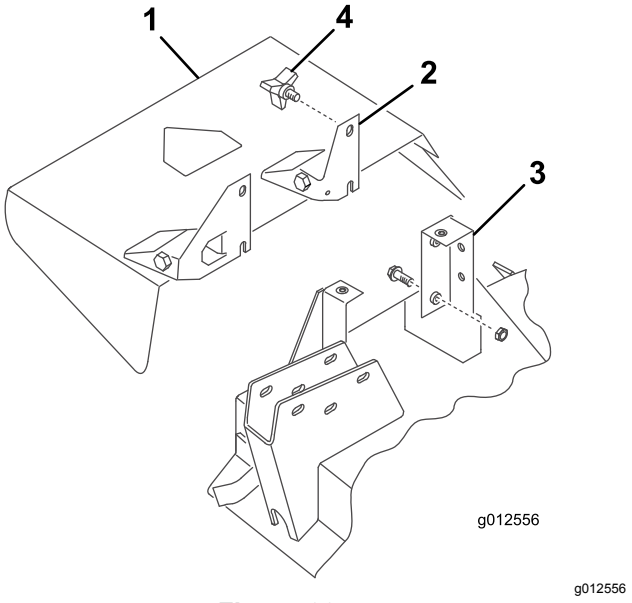

Figura 30
2. Deslice las ranuras situadas en la parte inferior del soporte de giro del deflector en los pernos en el lateral de los soportes de la carcasa (Figura 30).